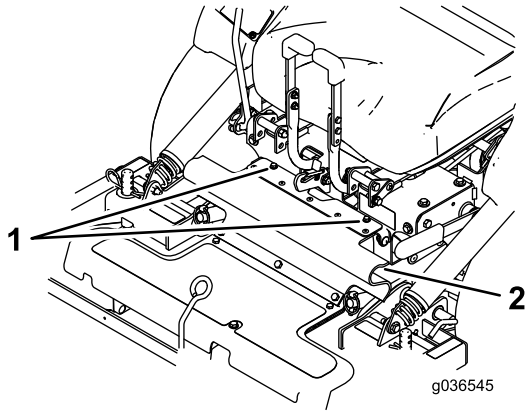

Figuur 10
3. Maak de bouten los die aan de rubberen kap zijn bevestigd (Figuur 10).